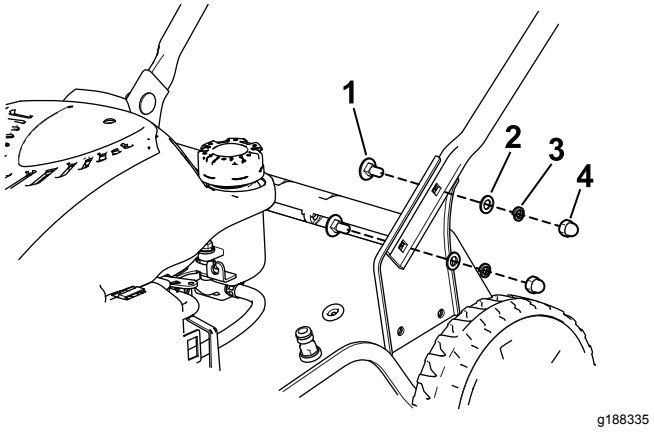

Figur 3
1. Fest det nedre håndtaket til gressklipperhuset med fire bolter, fire flate skiver, fire fjærskiver og fire muttere (Figur 3).